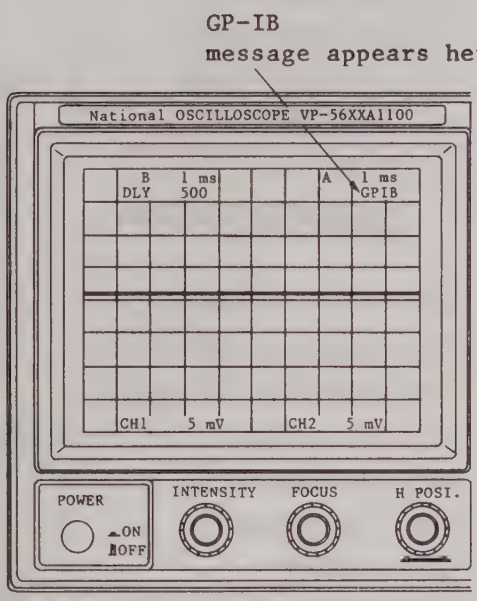

Fig. 4-48 Initial display
2. Simultaneously press CH1 and CH2 GND keys and turn the power supply on. (For to initialize the VP-5610P since the CPU board was disconnected once.) Check that the initial display shown in Fig. 4-48 appears on the screen.